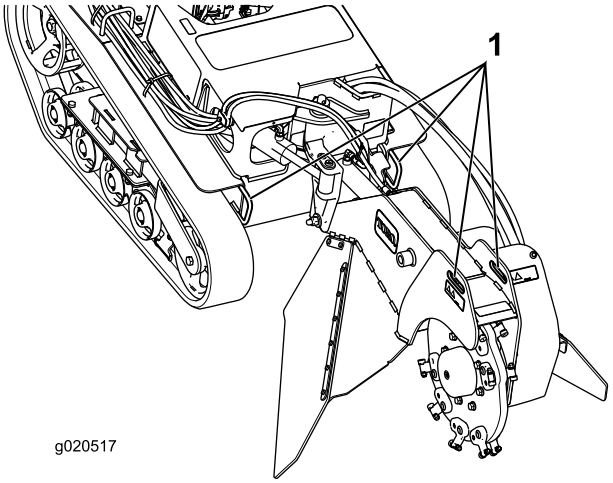
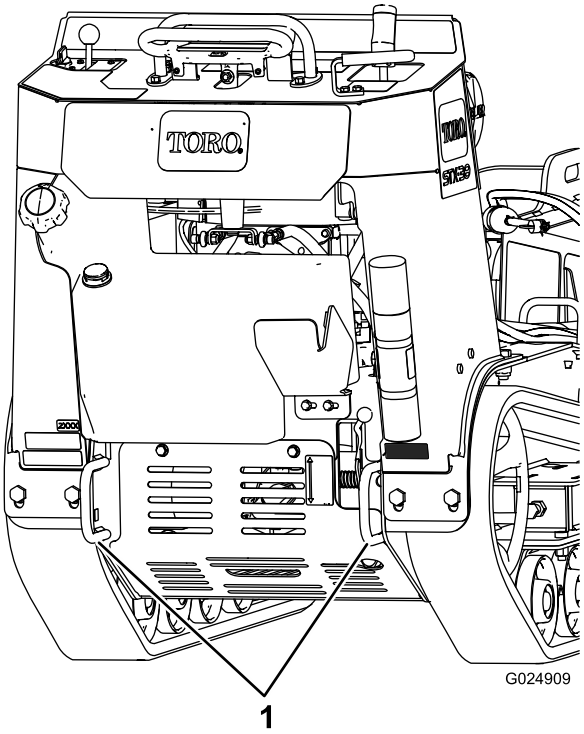

Figuur 22
Figuur 23
3. Bevestig de machine aan de aanhangwagen met kettingen of stroppen. Gebruik de bevestigings-/takelpunten aan de voor- en achterkant van de machine (Figuur 22 en Figuur 23).
U kunt de machine omhoog brengen met behulp van de bevestigingsogen als hefpunten (Figuur 22 en Figuur 23).